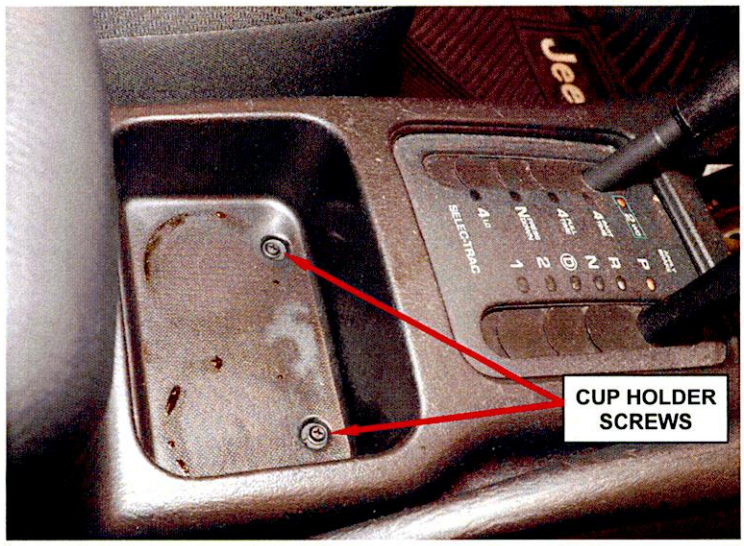

Figure 13 – Cup Holder Screws
c. Remove and save the two screws under the cup holder insert (Figure 13).
5. Using a 1 ½ inch socket, remove and discard the original transfer case four wheel drive indicator light switch (Figure 13).